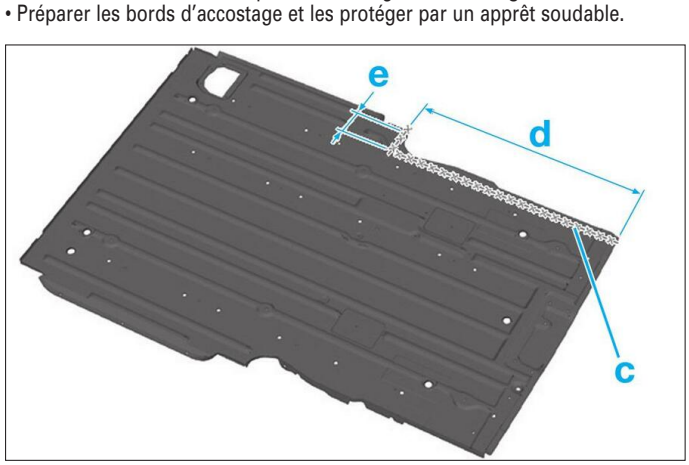

**FIG. 93**
• Percer au diamètre 6,5 mm pour un soudage ultérieur **(Fig.93)**.